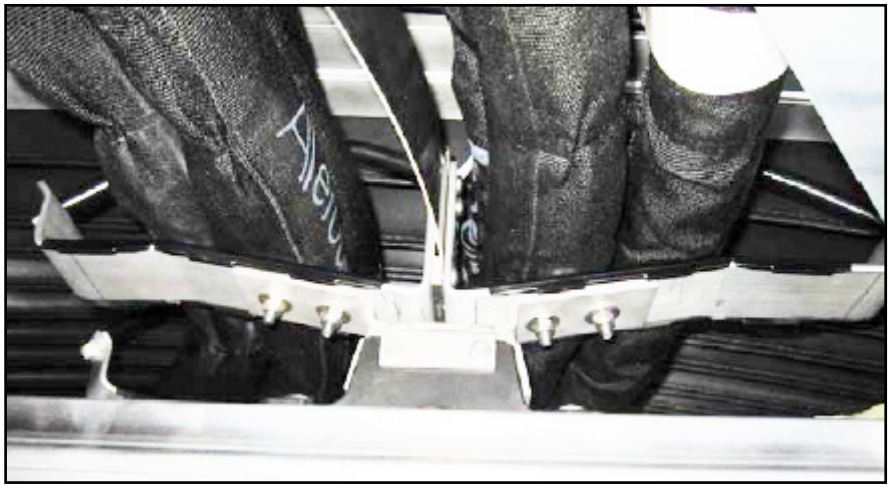

Figure 15 - Bolt the New Sliding Carriage
1.18. Sliding carriage installation, see Figure 15: